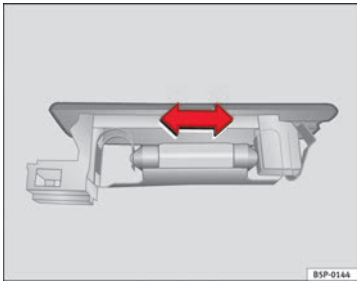

Fig. 191 Luggage compartment light
– Press the bulb sideways and remove it from the housing ⇒ Fig. 191. ■